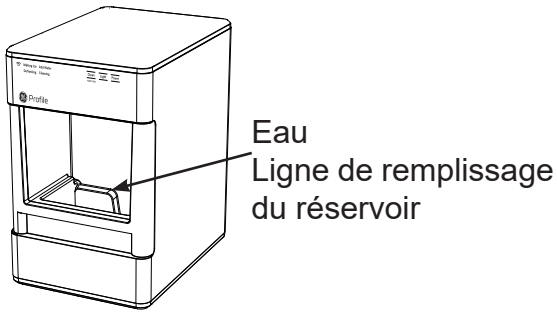

Figure 1
1. Créez une solution de cinq tasses d'eau et une cuillère à café d'eau de Javel et versez la solution dans le réservoir d'eau, jusqu'à la ligne de remplissage indiquée sur la figure 1.